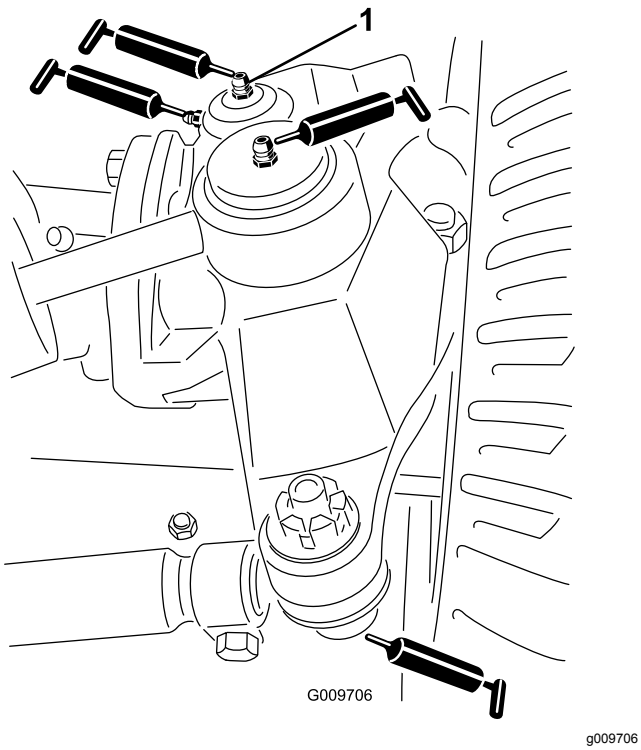

Figur 60
- Styretøjscylinderens kugleled (to stk.) som vist i Figur 60
- Forbindelsesstangens kugleled (to stk.) som vist i Figur 60
- Styreboltbøsninger (to stk.) som vist i Figur 60